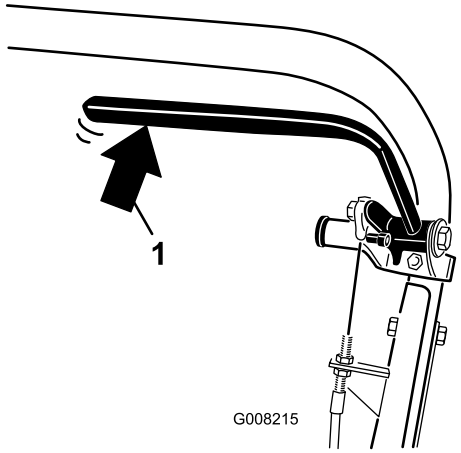

Figur 31
2. Bruk en fjærvekt og trykk bakover på servicebremsespaken (Figur 31). Parkeringsbremsen skal slippe når det påføres 13,5 til 18 kg kraft. Hvis parkeringsbremsen slipper før 13,5 til 18 kg kraft er påført, må bremsekabelen justeres. Gå videre til trinn 3.